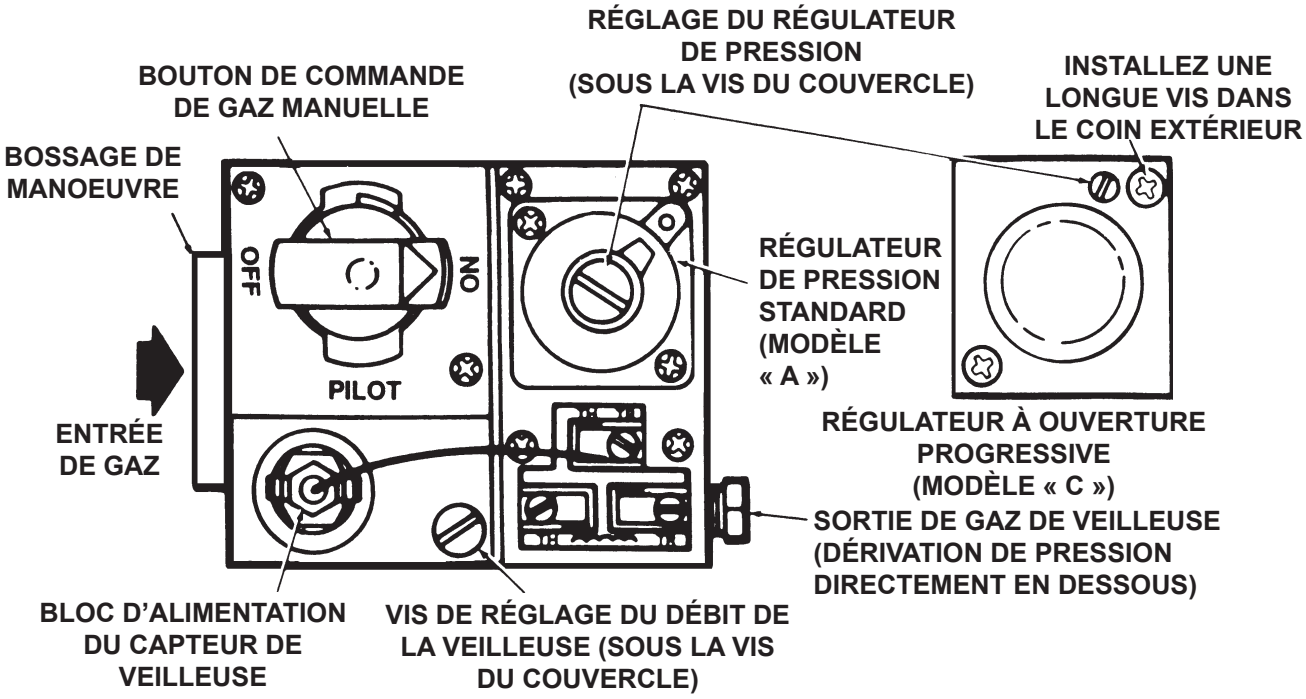

Figure 12. Commande de gaz de capacité standard – vue du dessus
A. Déposez la vis du couvercle de réglage de la veilleuse. Voir la figure 12.